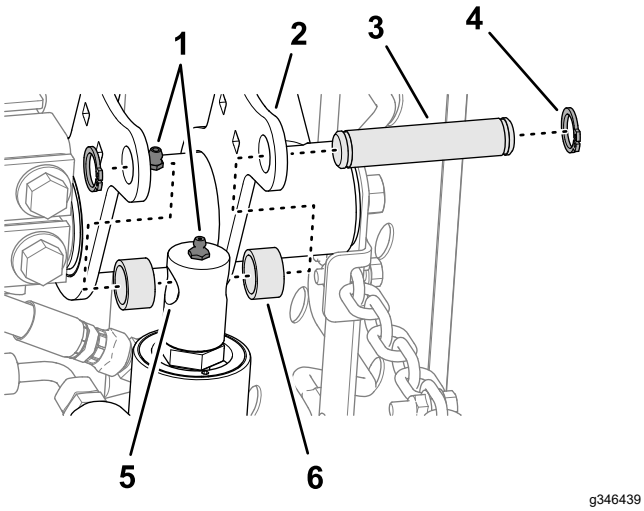

Figur 15
4. För långsamt lyftcylinderns stång tills den är i linje med hålen i den högra lyftarmens flänsar (Figur 15).
5. Montera stången på flänsarna med monteringsstiftet, två distansbrickor och två låsringar (Figur 15).
6. Applicera litiumfett nr 2 på lyftarmens och hydraulcylinderns smörjnipplar (Figur 15).
1. Rikta in hålen på den bakre bärramens plattor med hålen i klippenhetens fästplattor (Figur 15).